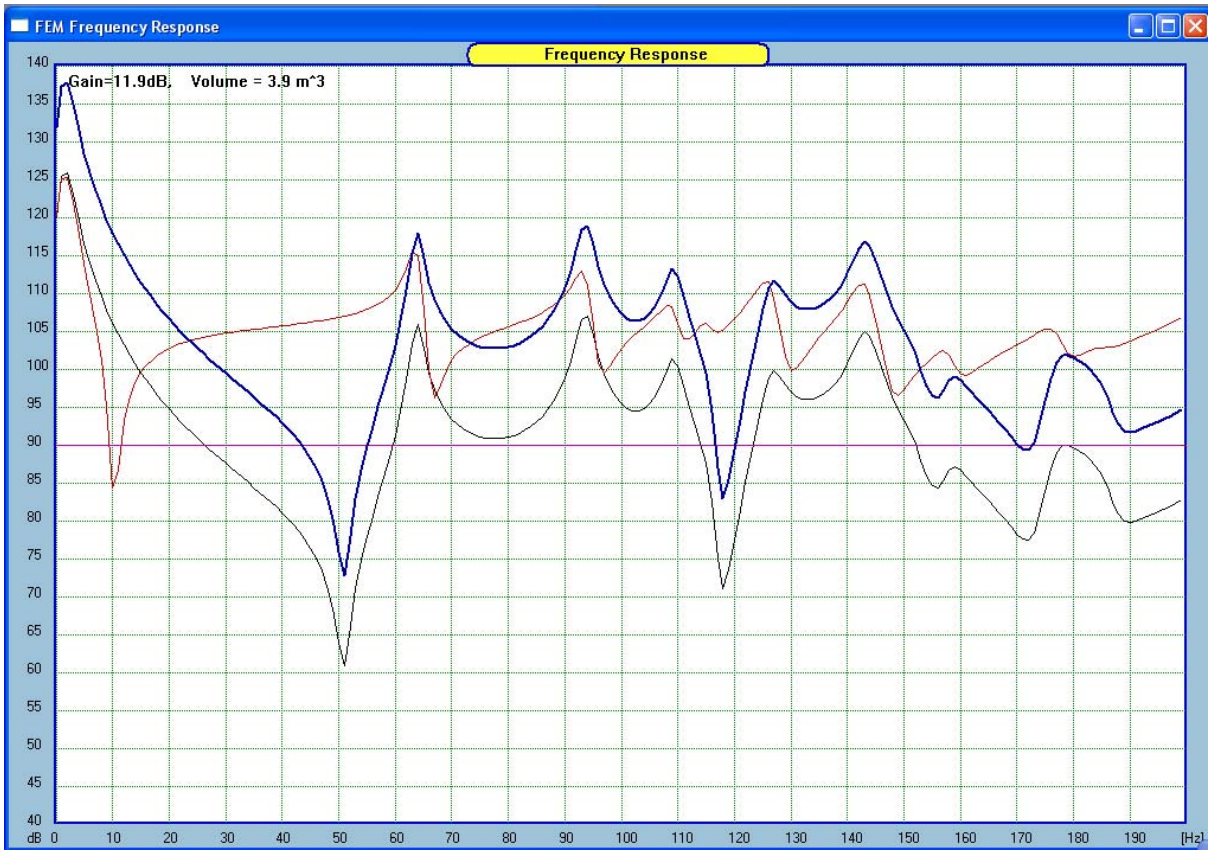

Figure 7.6. Loudspeaker mounted in the front door (blue).
When the loudspeaker is mounted in the lower section of the front door, the modeled frequency response of my "perfect loudspeaker" is shown on Figure 7.6. Once again, closer inspection of the plot would indicate: (1) there is overall gain of about 7-10dB averaged across 10-200Hz frequency range, (2) the plot exhibits a +12dB slope below 40Hz – this is due to the cavity effect, and (3) the frequency response is quite irregular between 50-120Hz and then improves only slightly as modal density increases towards 200Hz. The 65Hz and 95Hz modes determined from my earlier FEM analysis appears to be quite pronounced for the amount of dumping assumed earlier. There is significant energy concentration between 55Hz to 115Hz. Also, the sharp dip at 52Hz is likely to audiable. Loudspeaker frequency response will be strongly influenced by the windows position. We have restricted my analysis to windows up position, which seals the vehicle interior and causes the cabin to exhibit resonances. Secondly, vehicle in these conditions exhibit the cavity loading which will introduce a 12 dB per octave rise in the bass at low end of the audio spectrum. The corner frequency can be estimated from the major dimension of the passenger cabin and varies between 45Hz to 90Hz with the higher frequency assigned to small cars.